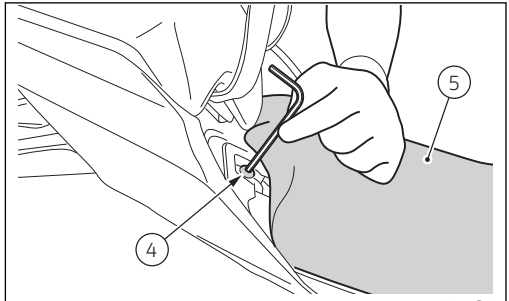

Fig 34
- Refit the rider seat (5) by resting the front of it on the lower edge of the tank and moving it backwards until the pad (C) locks into place between the brackets (D).
- Lift the rear edges of the seat (5) and, by checking the hole alignment, fasten it by tightening screws (4) (Fig 34).
- Check proper rider seat (5) fastening by trying to raise its front end.